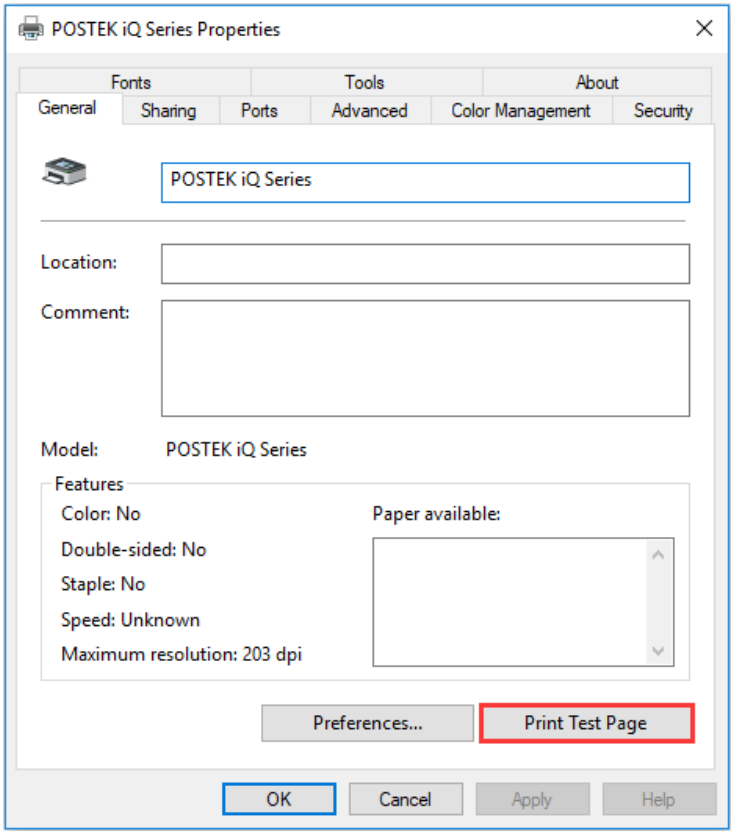

Figure 2-42 Print Test Page
11. Print a test page to see whether the printer is connected properly. As shown in Figure 2-42.